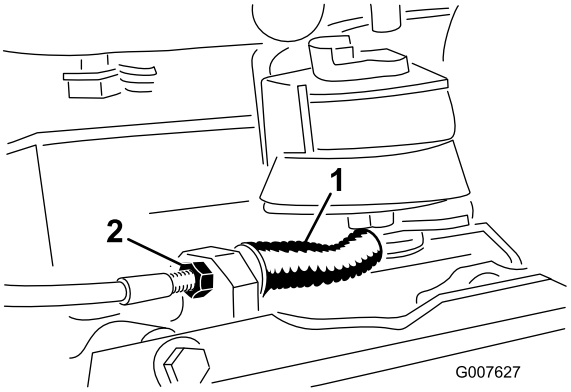

**Figur 33**
- For at mindske bremskabelspændingen skal du løsne kablets forreste kontramøtrik og stramme den bageste kontramøtrik (Figur 33). Gentag trin 1 og 2, og juster igen om nødvendigt.
- For at øge bremskabelspændingen skal du stramme kablets forreste kontramøtrik og løsne den bageste kontramøtrik (Figur 33). Gentag trin 1 og 2, og juster igen om nødvendigt.